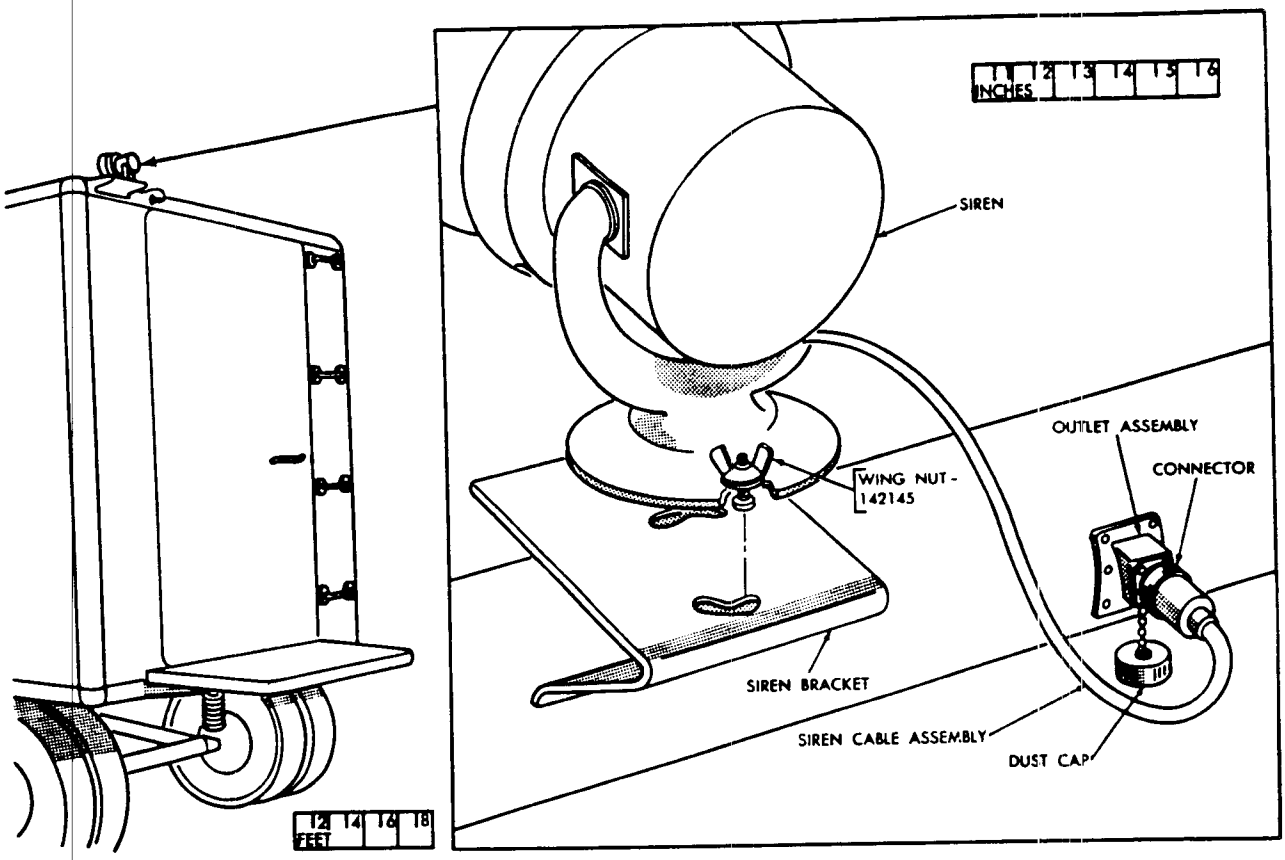

*Figure 203. Mounting siren.*
*c. Mounting Siren (Battery Control Trailer Only)* (fig. 203).